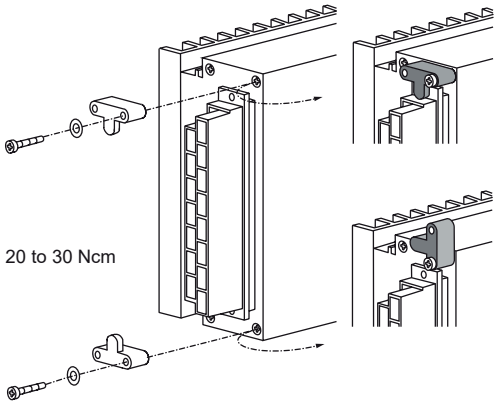

*Fig. 45*
– Connector retention brackets HZZ01216-G; see fig. 45